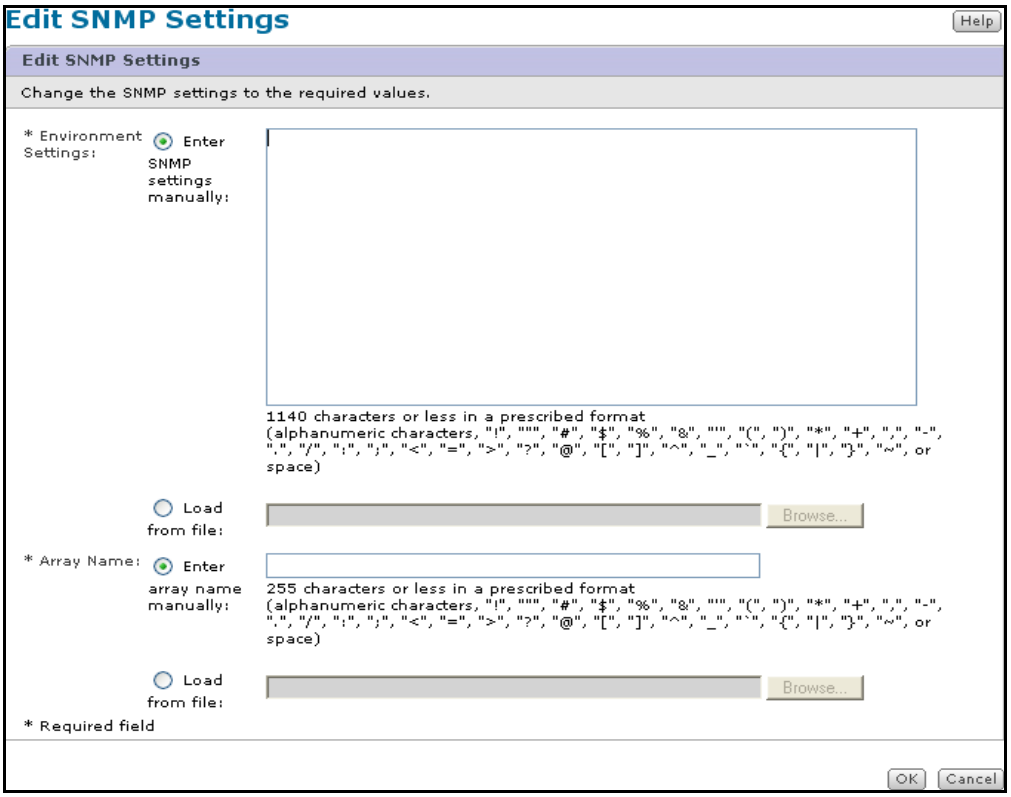

Figure 10-5: Edit SNMP Settings Files
4. Click **Edit SNMP Settings**. The Edit SNMP Settings window is displayed (Figure 10-5).